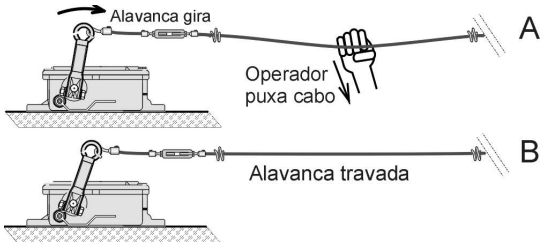

Fig. 6 – Acionamento manual da parada de emergência
- Quando se detectar uma situação de emergência, o operador no local, com uma única ação, deverá puxar o cabo em qualquer direção (Fig. 6 A). A alavanca de acionamento da chave de emergência será deslocada, girando e travando (Fig. 6 B).